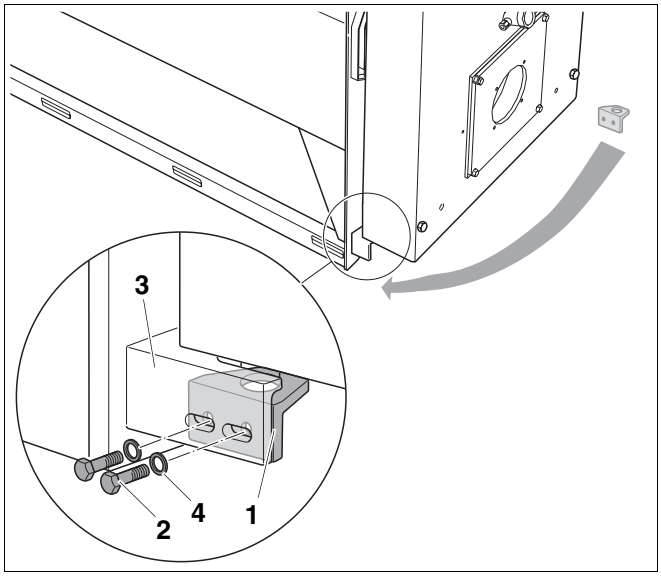

Рис. 12 Замена шарнира дверцы
- Выкрутить 2 болта (рис. 12, **поз. 2**) с шайбами (рис. 12, **поз. 4**) из правого нижнего шарнира.
- Надеть опорный уголок внизу (рис. 12, **поз. 1**) с противоположной стороны на ось шарнира и закрепить двумя болтами (рис. 12, **поз. 2**) с шайбами (рис. 12, **поз. 4**) к несущему уголку дверцы (рис. 12, **поз. 3**).